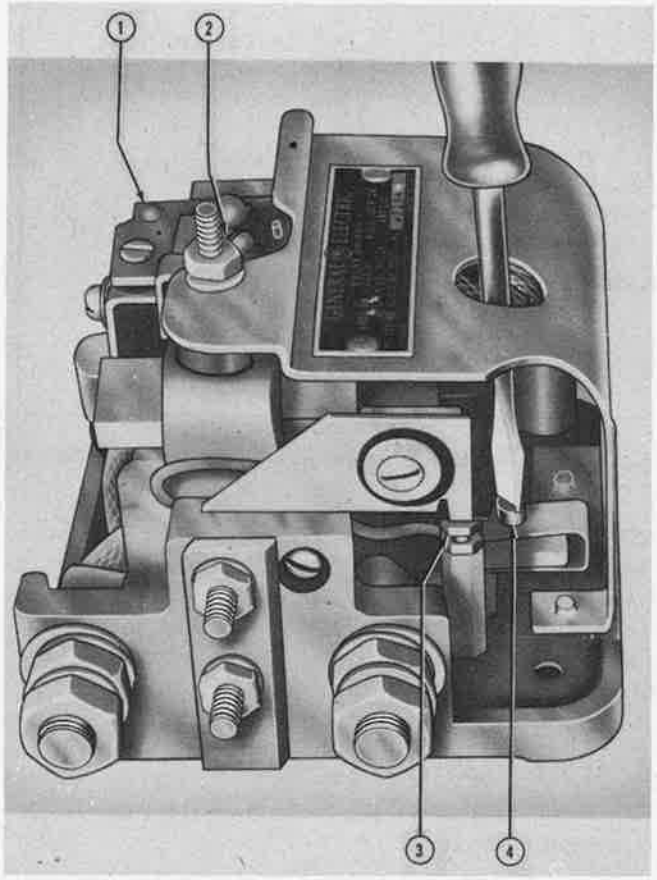

Figure 464—General Electric Reverse-Current Relay
(See figures 464, 465 and 466.)
(1) GENERAL ELECTRIC RELAY, PART NO. 3GTR72A1A.—Adjustment of the closing voltage is made by turning a small screw in a spring clip which is attached to the mounting base of the relay. Through the hole in the lower right-hand portion of the name plate, insert a screwdriver; turn the screw clockwise to raise the closing voltage or turn it counterclockwise to lower the closing voltage (figure 464).